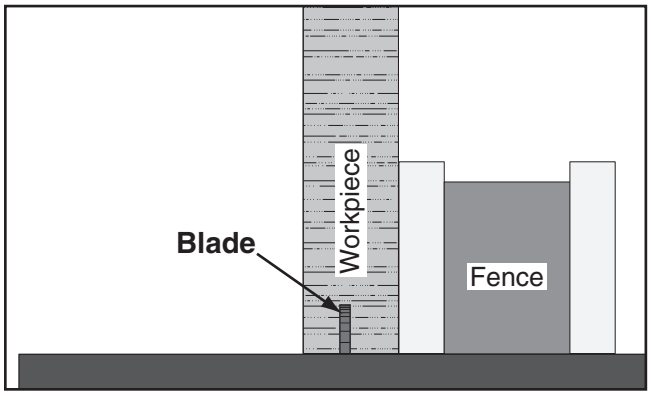

Figure 52. Example of rabbet cutting with a standard blade.
5. Stand workpiece on edge, as shown in **Figure 52**, then adjust fence so blade is aligned with inside of your rabbet channel.